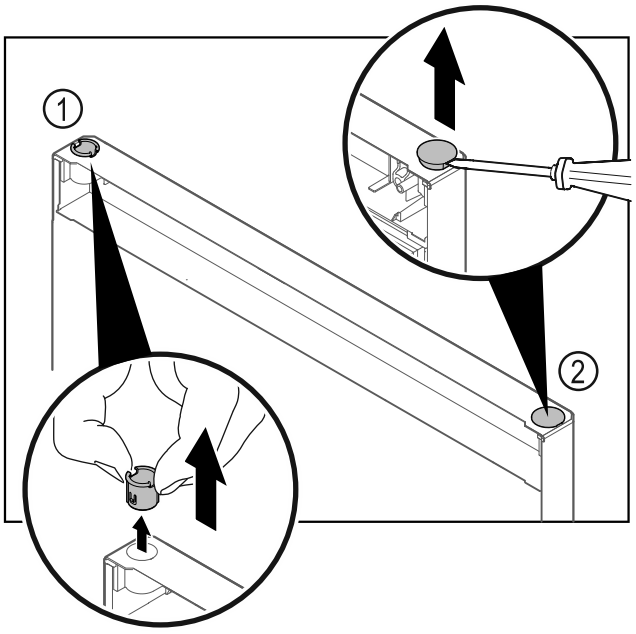

Fig. 30 Ușa congelatorului
▶ Extrageți bucșa balamalei *Fig. 30 (1)* cu degetele.
▶ Ridicați dopul de acoperire *Fig. 30 (2)* cu precauție cu o șurubelniță dreaptă și extrageți-l.